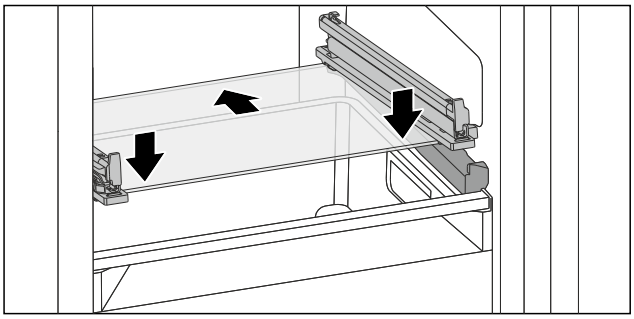

Fig. 178 A lebillenthető fiók üveglapja
▶ Helyezze a fiókot ferdén az ütközők mögé. (lásd Fig. 178)